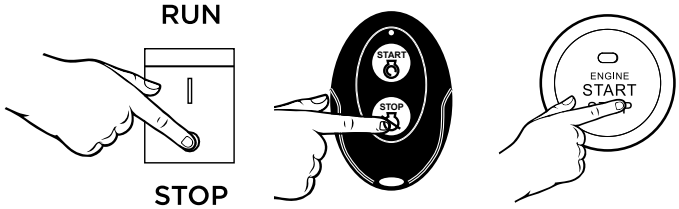

Figura 13 - Detener el generador
3. Elija entre las opciones a continuación para detener el generador (consulte la Figura 13):